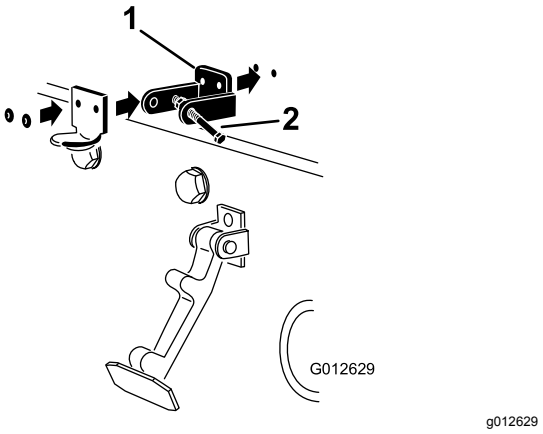

Figur 4
3. Plasser CE-låsebraketten og panserlåsbraketten på panseret på linje med monteringshullene (Figur 4).
5. Nagle brakettene og skivene til panseret (Figur 4).